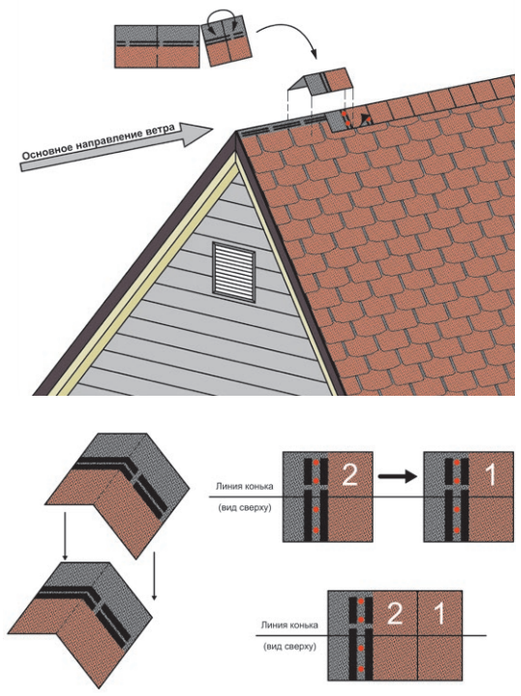

Рис. 32. Устройство рёбер скатов и коньков.
10.1.2 Рёбра скатов и коньки необходимо закрывать отдельными квадратами коньково-карнизной черепицы, получаемыми путём её деления на три части по местам перфорации (рис. 32).
10.1.4 Укладку на коньке необходимо производить навстречу преобладающему ветру (рис. 32).